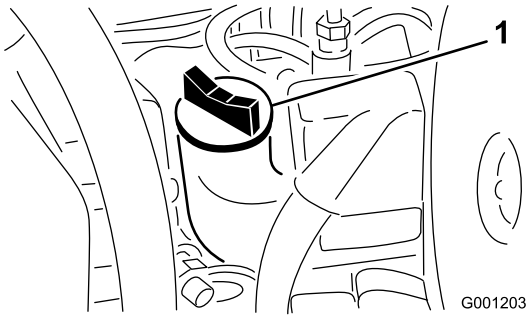

Figur 23
3. Hvis oljenivået er under Full-merket, tar du av oljelokket (Figur 23) og fyller olje til nivået når opp til Full-merket på peilestaven. **Ikke fyll på for mye.**.